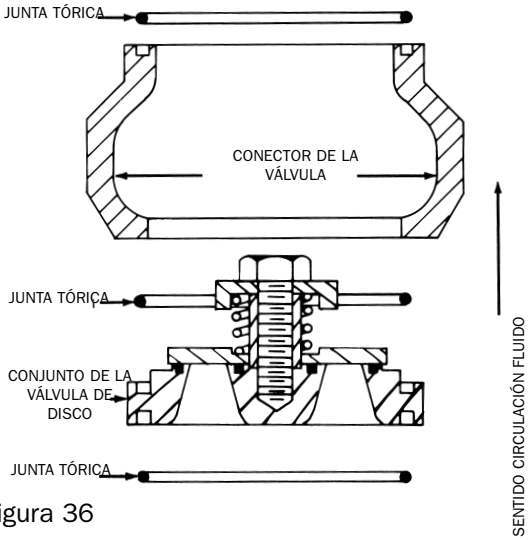
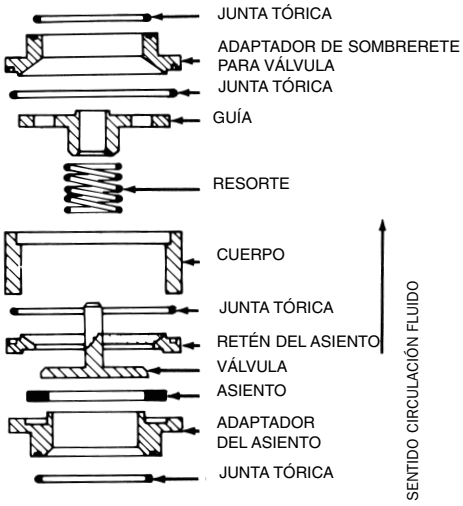
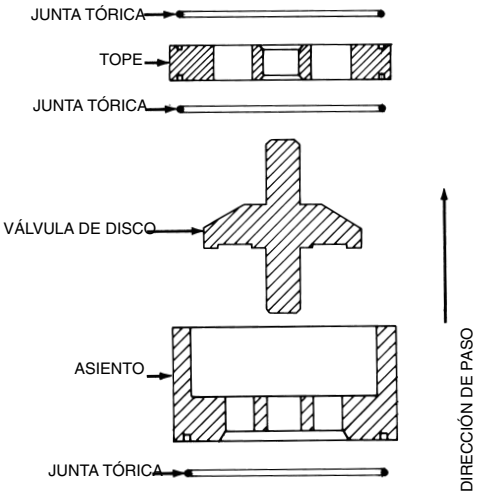

Figura 36
Figura 37
Figura 38
c) Válvulas de Disco (Figura 36), para caudales por encima de 1.500 l/h. También disponibles con asientos en elastómero (Figura 37) y en TFE (Figura 38).